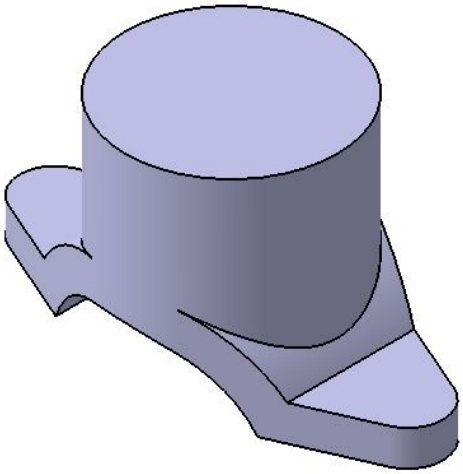

Figure 5-63 *The model after creating the third feature*
8. Choose the **OK** button from the **Pad Definition** dialog box. The model after creating the third feature is shown in Figure 5-63.